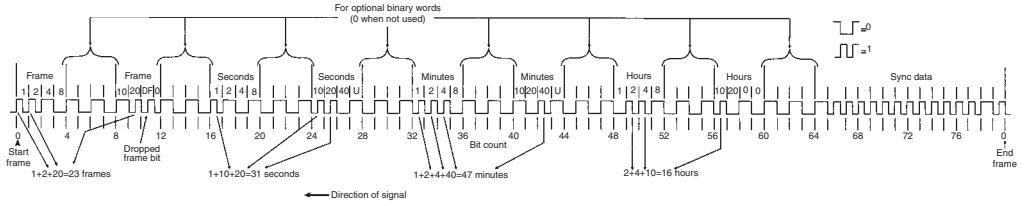

Figure 9.5. *Biphase representation of the SMPTE time code word.*
- The 80-bit time code word is subdivided into groups of 4 bits (Figure 9.5), whereby each grouping represents a specific coded piece of information. Each 4-bit segment represents a binary-coded decimal (BCD) number that ranges from 0 to 9. When the full frame is scanned, all eight of these 4-bit groupings are read out as a single SMPTE frame number (in hours, minutes, seconds, and frames).